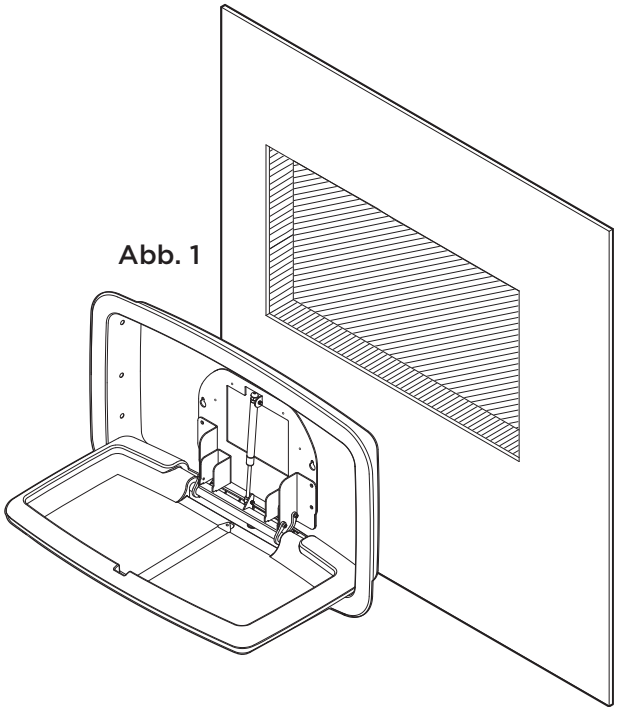

Abb. 1
- Bereiten Sie den Wandausschnitt gemäß dem technischen Datenblatt vor. Stellen Sie sicher, dass die Oberseite des unteren Bolzens 675 mm beträgt, um die korrekte Montagehöhe sicherzustellen. **Abb. 1** Weitere Informationen finden Sie auf **www.koalabear.com**.